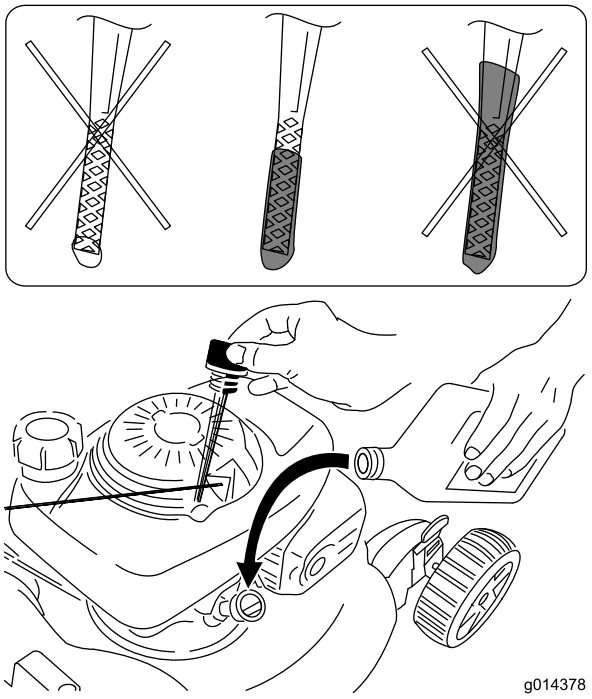

Figur 24
9. Ta ut oljestickan och läs av oljenivån (Figur 24).